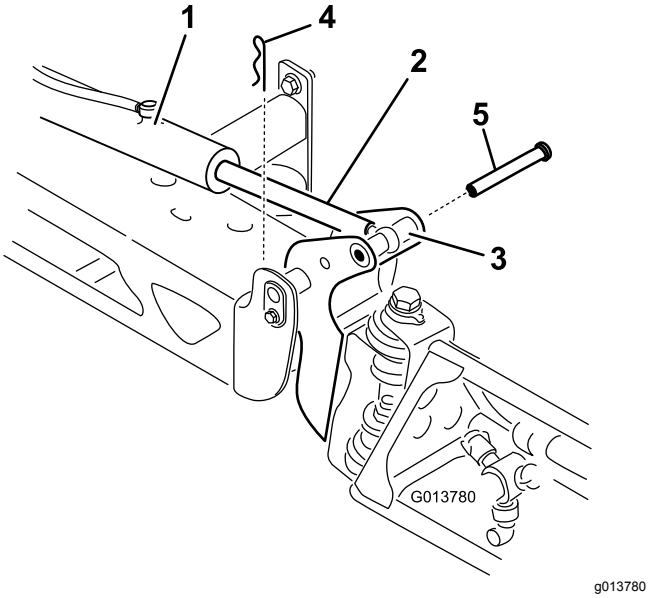

Figur 105
2. Fjern hårnålssplinten fra svingbolten (Figur 105).
3. Løft opp på bommen, fjern bolten (Figur 105) og fir bommen sakte ned på bakken.
9. Mens du holder bommen, skal du føre pinnen gjennom begge bommens dreietapper og aktuatorstangen (Figur 105).